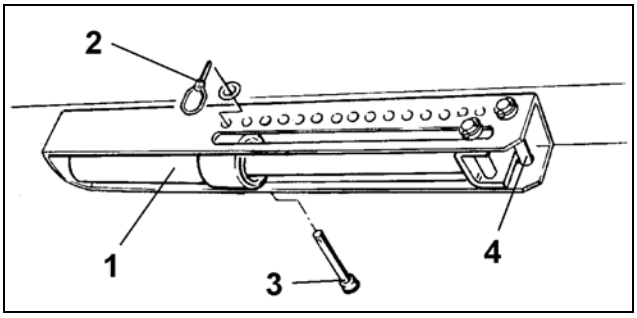

図 87
油圧シリンダー（図 87/1）を単動式制御装置（8.2章を参照）に接続し、制御装置をトラクターのキャビンでのみ操作してください。
ピン2本（図 87/3 および 図 87/4）を、調整パーツの油圧シリンダー（図 87/1）のストッパーとして差し込みます。油圧シリンダーのストッパーになるのは、油圧シリンダーに圧力がかかっていないときは（図 87/3）の位置のピンで、油圧シリンダーが加圧される場合は（図 87/4）の位置のピンです。
- 油圧シリンダー（図 87/1）に圧力をかけます。
- ピン（図 87/3）を連続している穴のひとつに差し込み、リンチピン（図 87/2）で固定します。